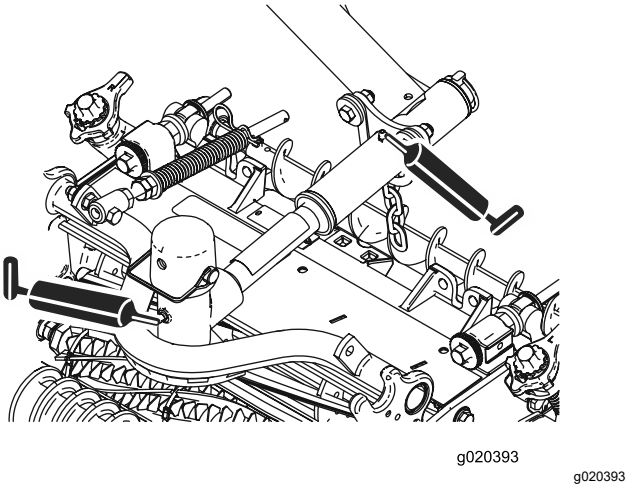

Figur 59
- Klippenhetens svängtappar (2 av varje), se Figur 59.